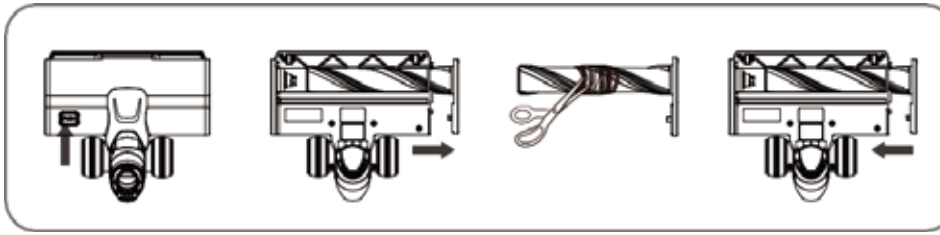

Figure 20 Figure 21 Figure 22 Figure 23
(1) Turn off the power and remove the electric brush.
(2) Flip the brush and turn the lock button on the fixed cover with a coin to open the lock. (Figure 20)